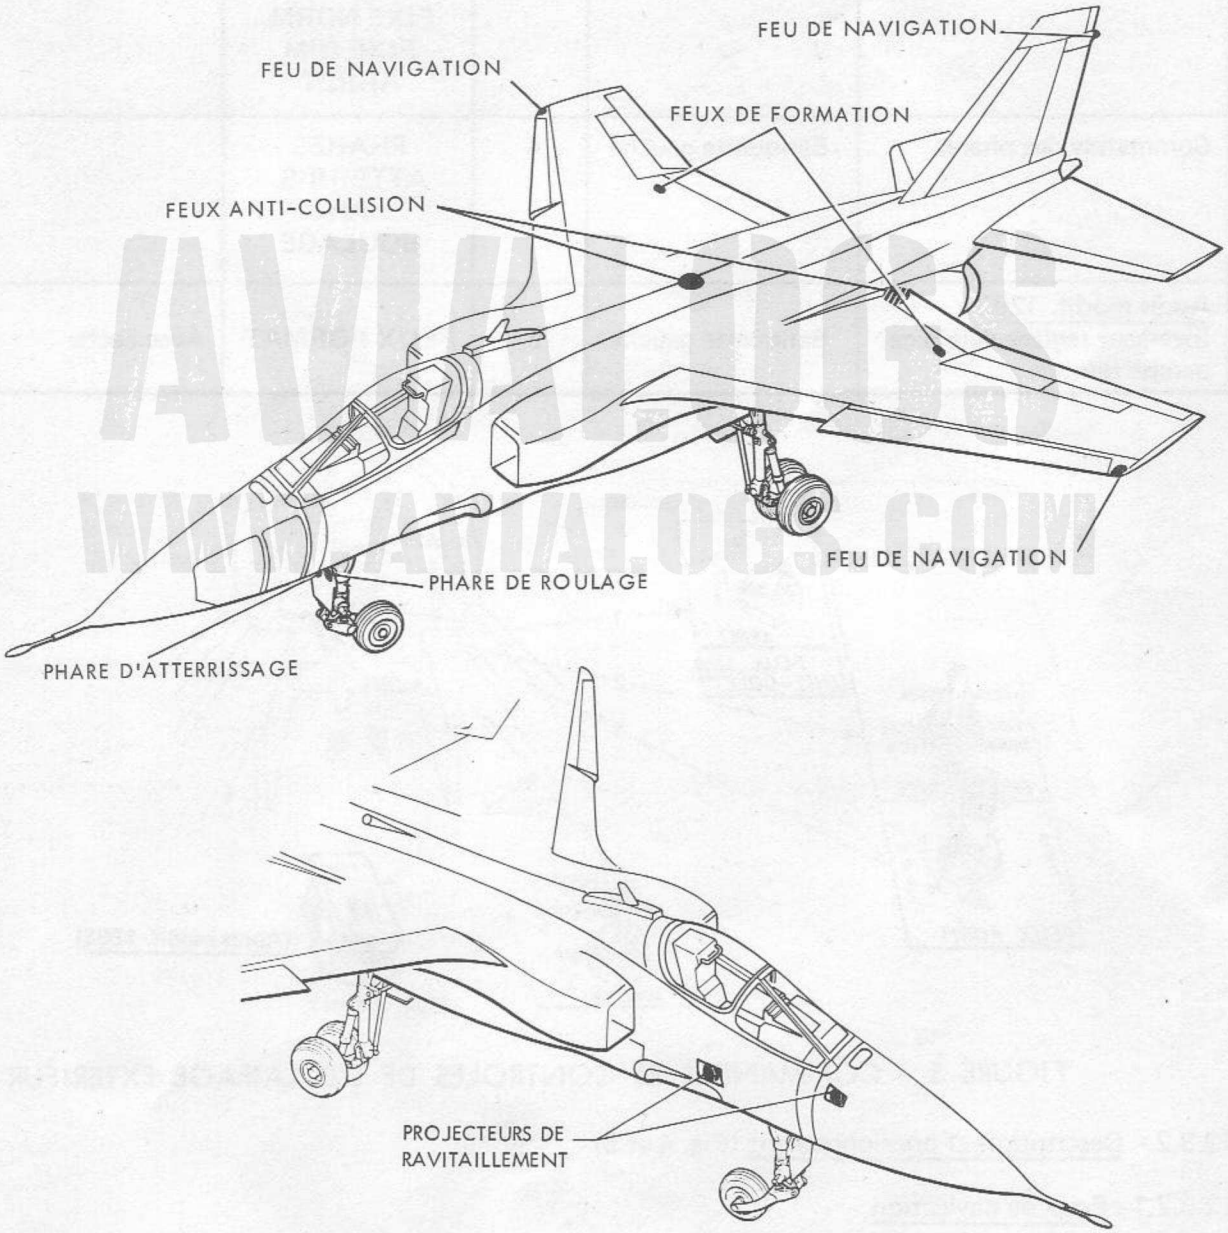

FIGURE 4 - ECLAIRAGE EXTERIEUR
L'éclairage extérieur (Fig. 4) comporte :
12.3.2 - Description - Fonctionnement (Fig. 4 et 5)